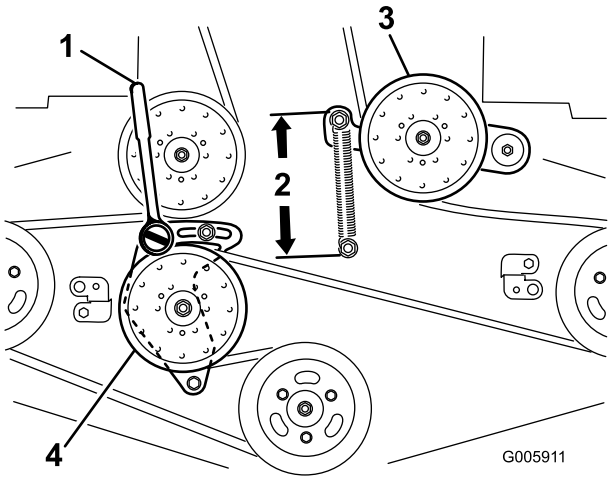

**Figuur 51**
4. Draai de arm van de vaste spanpoelie los en beweeg deze om de spanning eraf te halen (Figuur 51).
7. Plaats een dopsleutel met een kort verlengstuk of een onderbrekerstang in het vierkante gat in de arm van de vaste spanpoelie (Figuur 51).
9. Om de riemspanning te vergroten, draait u de dopsleutel of onderbrekerstang linksom zodat de arm van de vaste spanpoelie beweegt totdat de afstand tussen de haken van de veer 16,5 cm bedraagt (Figuur 51).